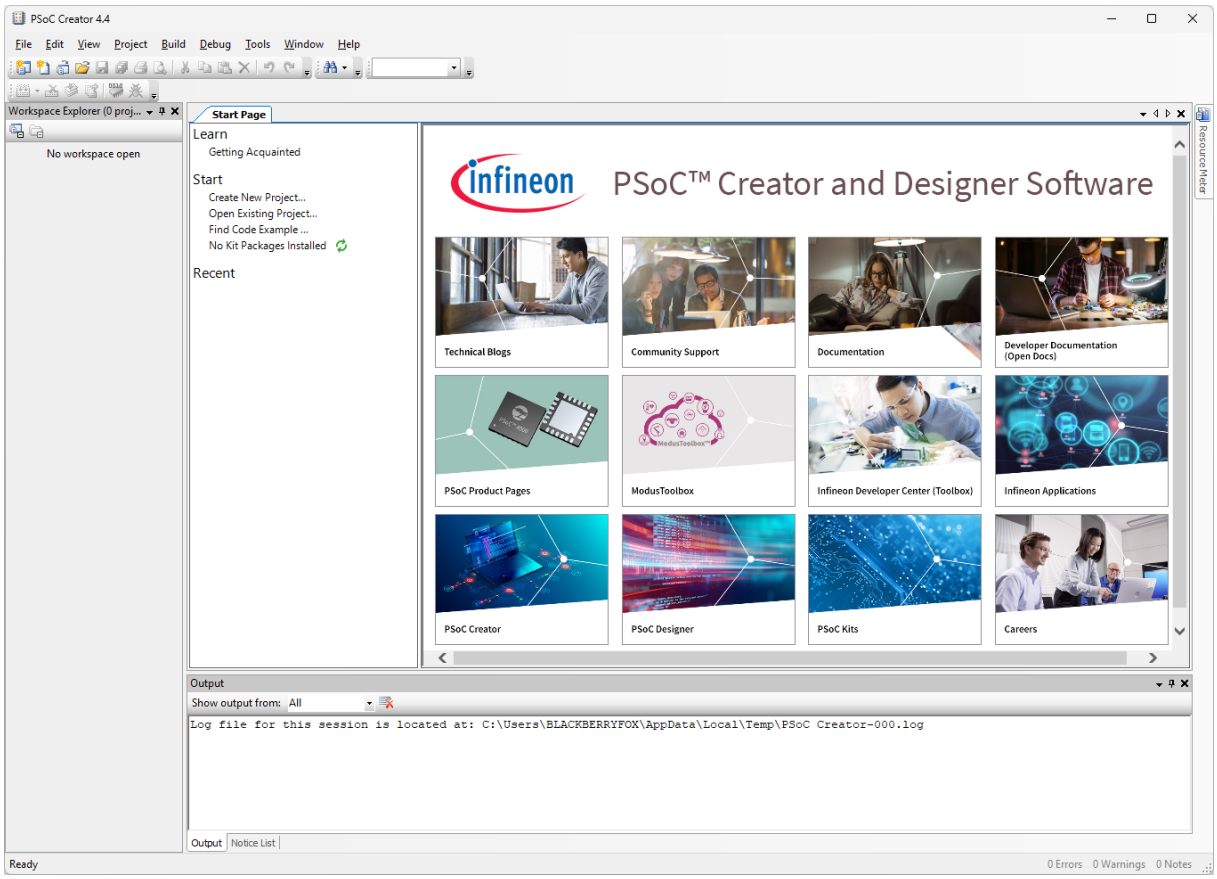

Рисунок 2 - Головне вікно PSoC® Creator™.
2. Вивчити розділи головного меню (рис. 2) інтегрованого середовища PSoC® Creator™, ознайомитися з пунктами і підпунктами кожної вкладки головного меню. При вивченні пунктів меню звернути увагу на основні «гарячі» клавіші швидкого виконання команд.